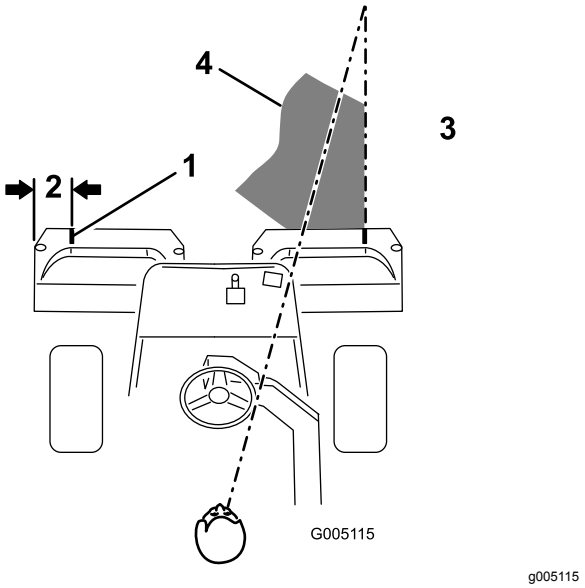

Figur 11
2. Placer enten et stykke hvidt tape, eller tegn en linje på hver enkelt opsamler parallelt med den ydre kant på hver enkelt opsamler (Figur 11).